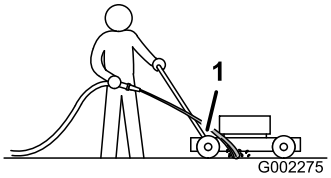

Рисунок 39
3. Удерживайте развернутый садовый шланг на уровне рукоятки и направьте поток воды на землю непосредственно перед **правым** задним колесом (Рисунок 39).